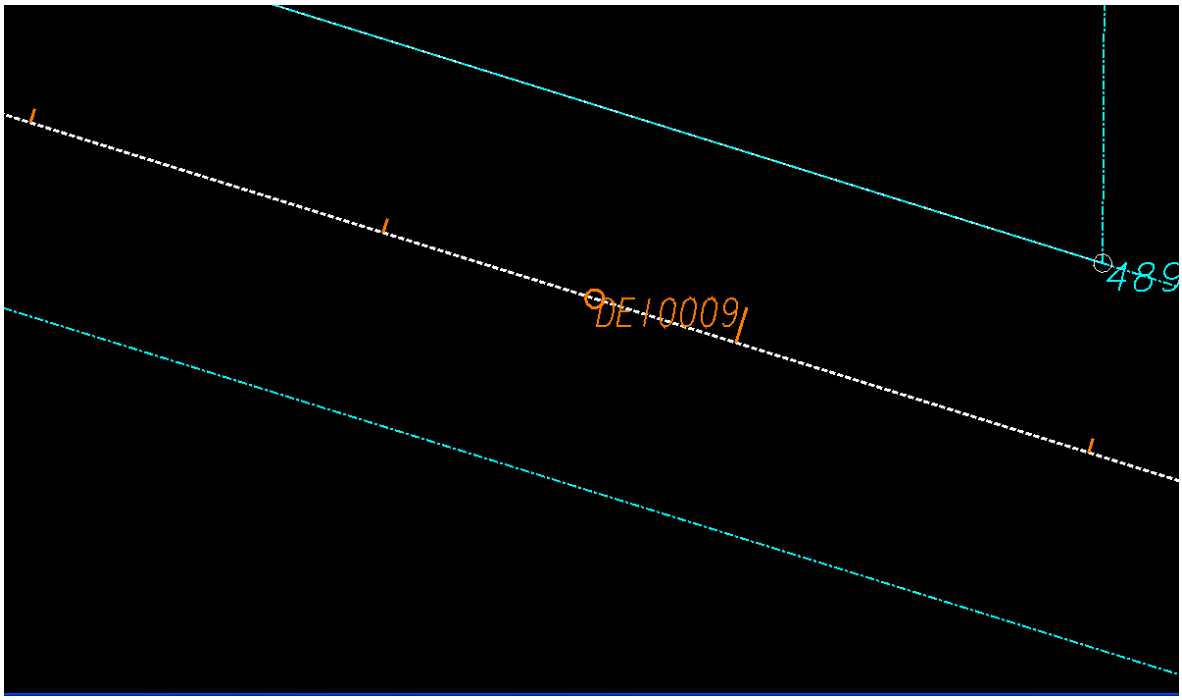

Figure L3-32 MicroStation Window
• Verify Cogo Point **DE10009** was drawn as shown in *Figure L3-32*.